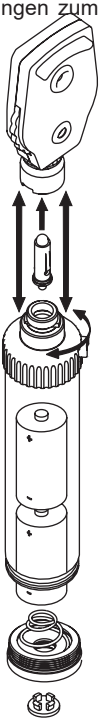

Fig. 2
Überprüfen Sie den Zustand der Batterien regelmäßig, um sicherzustellen, dass keine Anzeichen von Korrosion oder Oxidation zu erkennen sind. Wenn die Batterien ausgetauscht werden müssen, wird empfohlen, neue Alkalibatterien zu verwenden. Zum Austausch der Batterien siehe Abb. 2.
Entfernen Sie den Oberteil des Ophtalmoskops gemäß den Anweisungen in der Gebrauchsanleitung (siehe Abb.2) .
b) Setzen Sie nach dem Öffnen die Batterien ein und achten Sie dabei auf eine korrekte Polung (siehe Abb. 2).